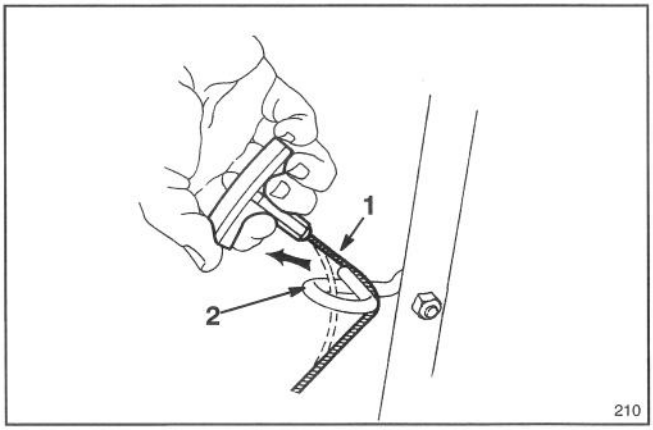

Afbeelding 3
1. Haal het touwtje van de repeteerstarter door een geleider op de handgreep (Afb. 3).